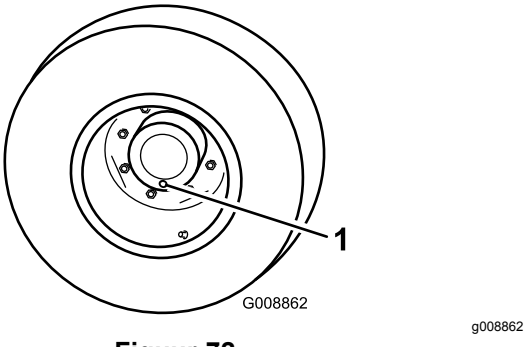

Figuur 72
1. Zet de machine op een egale ondergrond en draai een wiel zo dat 1 van de controlepluggen helemaal onderaan (op 6 uur) staat (Figuur 72).